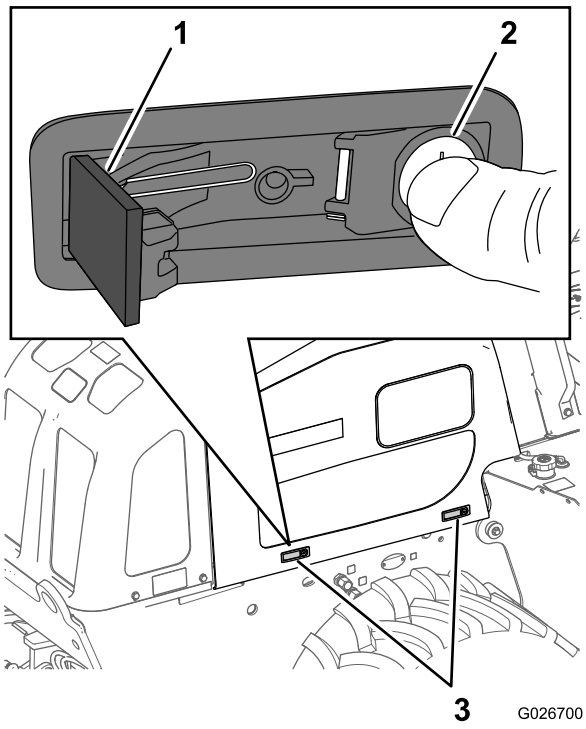

Figura 59
3. Presione hacia dentro el botón de cada cierre—la parte del cierre que incluye el cilindro de la cerradura (Figura 59).
4. Presione sobre la palanca del cierre para bloquear el cierre (Figura 59).